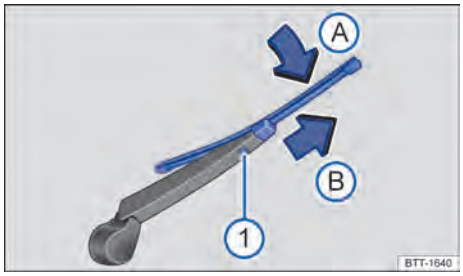

Bilde 171 Bak på bilen: Skifte vindusviskerblad på bakruten.
① Opplåsingstast.
2. Hold inne opplåsingstasten → Bilde 171 ①.
3. Vipp vindusviskerbladet mot vindusviskerarmen → Bilde 171 Ⓐ samtidig som du trekker det av i pilretningen Ⓑ. Det kan hende du må bruke litt ekstra kraft.
4. Skyv et nytt vindusviskerblad som er like langt og av samme type, inn på vindusviskerarmen mot pilretningen → Bilde 171 Ⓑ til det går i lås. Vindusviskerbladet må stå i vippet posisjon når du gjør dette Ⓐ.